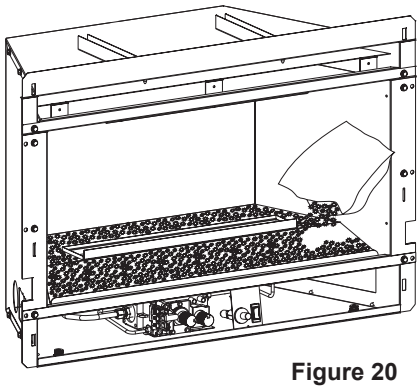
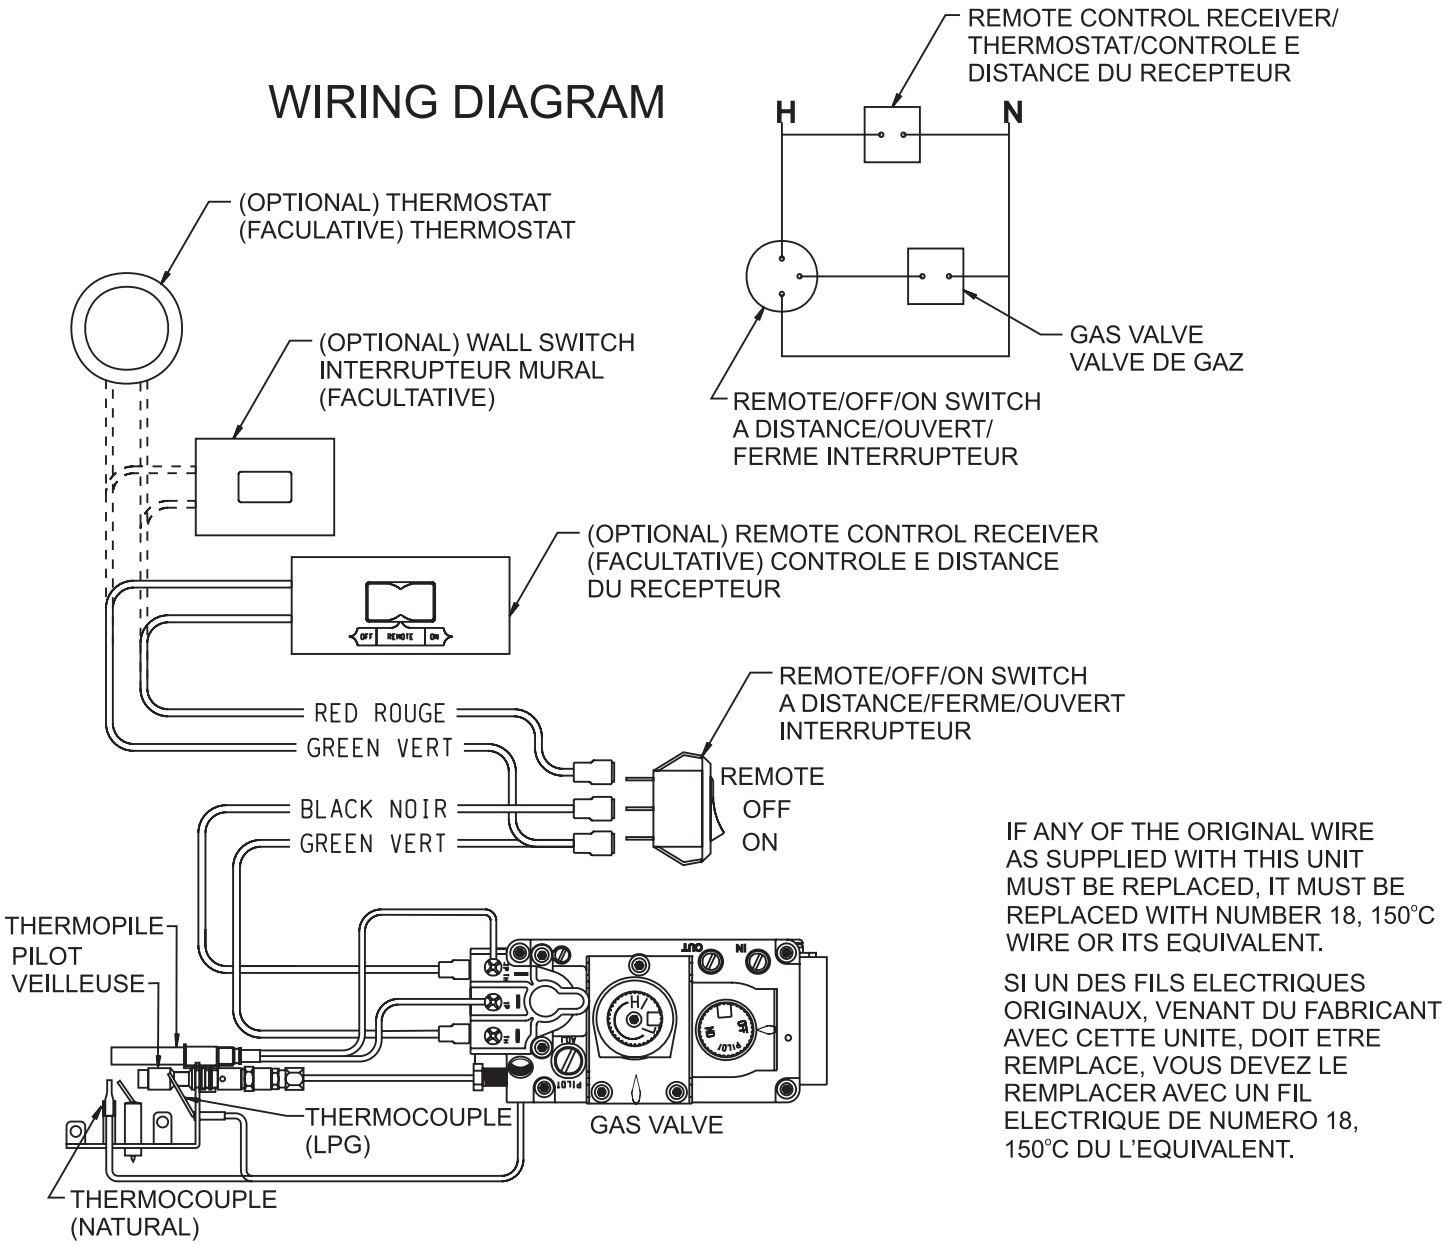

Figure 20
Figure 22
3. To install the Decorative Glass, cut off a corner of the plastic bag and proceed to apply the glass to the rear shelf on the Loft burner (area behind the burner). Apply only enough glass to the Top Cover to cover the black metal surfaces. Do not allow the glass to fall around the burner tube. See Figures 20 to 21. Apply the remaining decorative glass to the front sloped surface of the Top Cover. Start by placing the glass along the front edge of the top cover, then gradually place the glass up the sloped top until completely covered. Do not allow the glass to fall around the burner tube. **See Figure 22.**